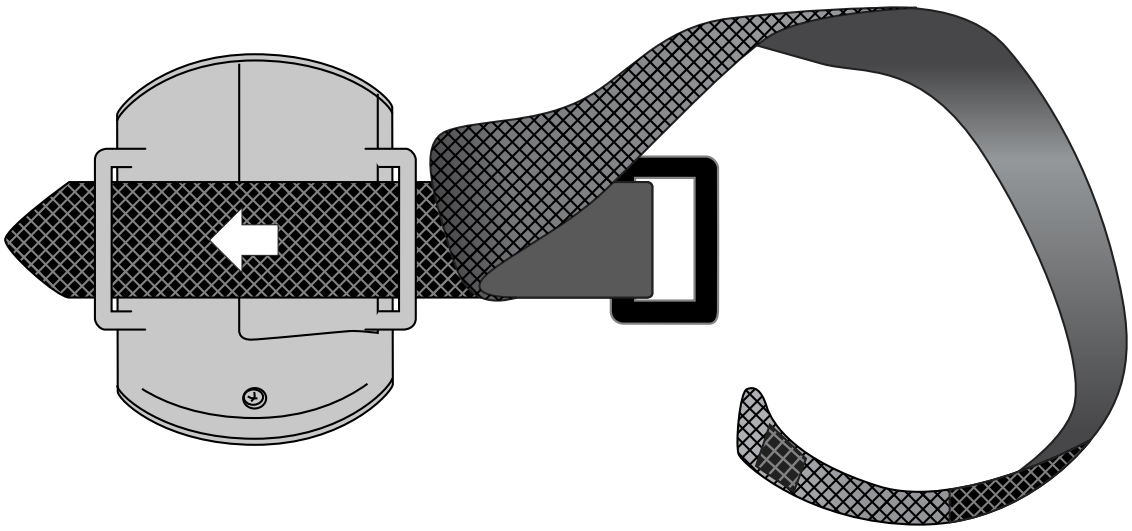
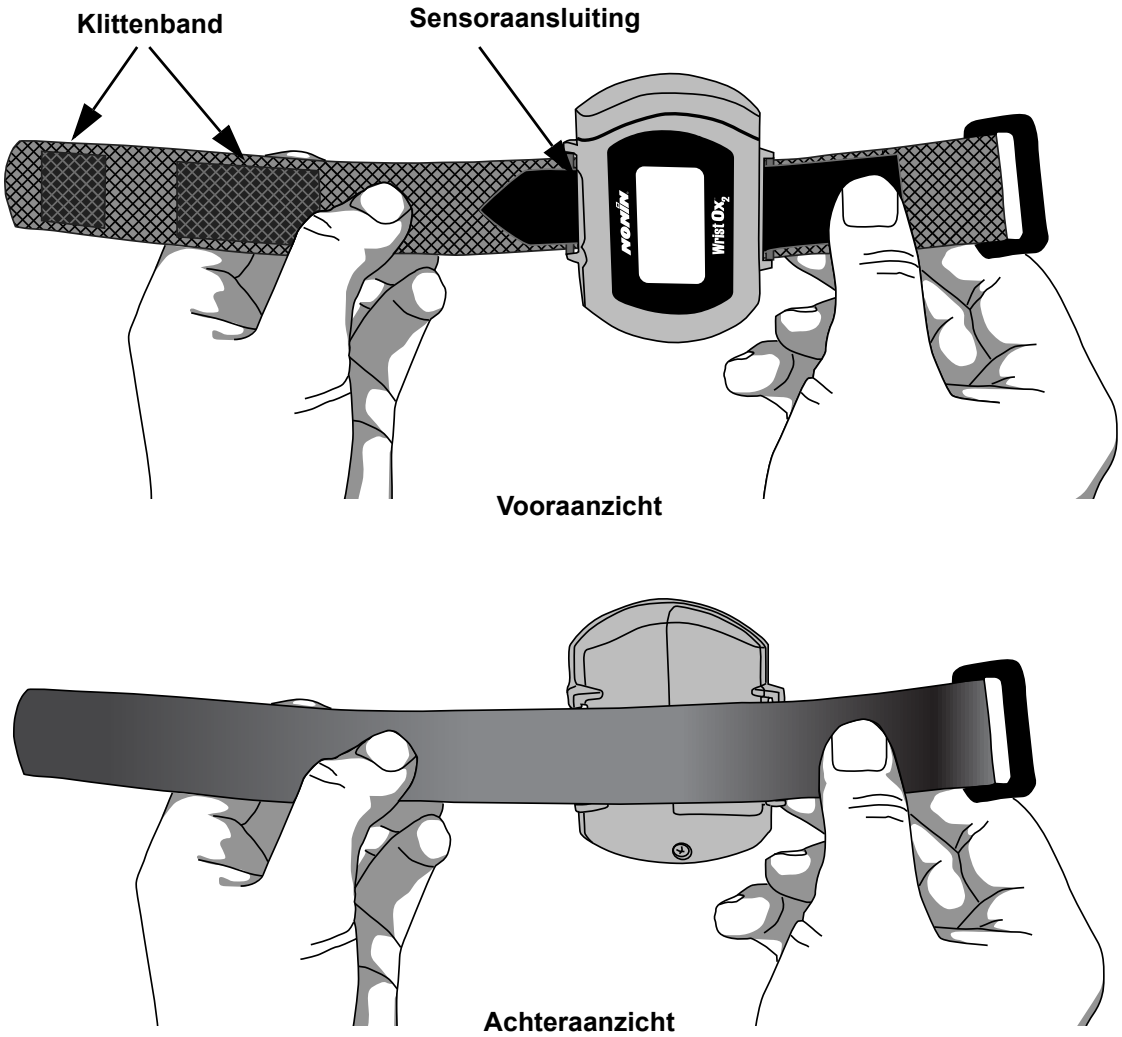

Afbeelding 7: Het korte gedeelte door de ring halen
Afbeelding 9: Apparaat met polsband voor meervoudig gebruik bevestigd (voor- en achteraanzicht)
Afbeelding 7 en 8 laten zien hoe u de polsband voor meervoudig gebruik aan het apparaat bevestigt. Afbeelding 9 toont de voor- en achterkant van de bevestigde polsband.
1. Controleer of de polsband goed op het hulpmiddel is bevestigd (Afbeelding 9). Zie ‘De polsband bevestigen’ als de polsband nog niet op het hulpmiddel is bevestigd.